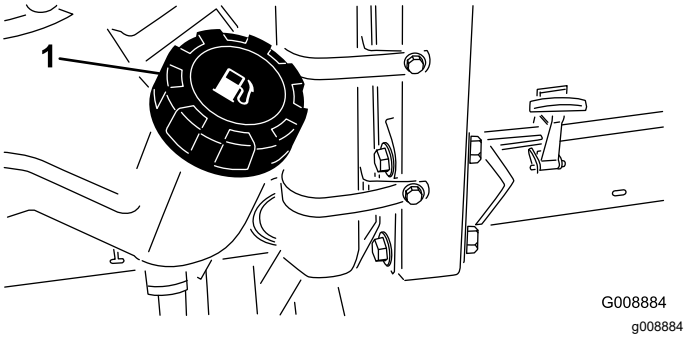

Figur 28
2. Rengør området omkring brændstoftankens dæksel (Figur 28).